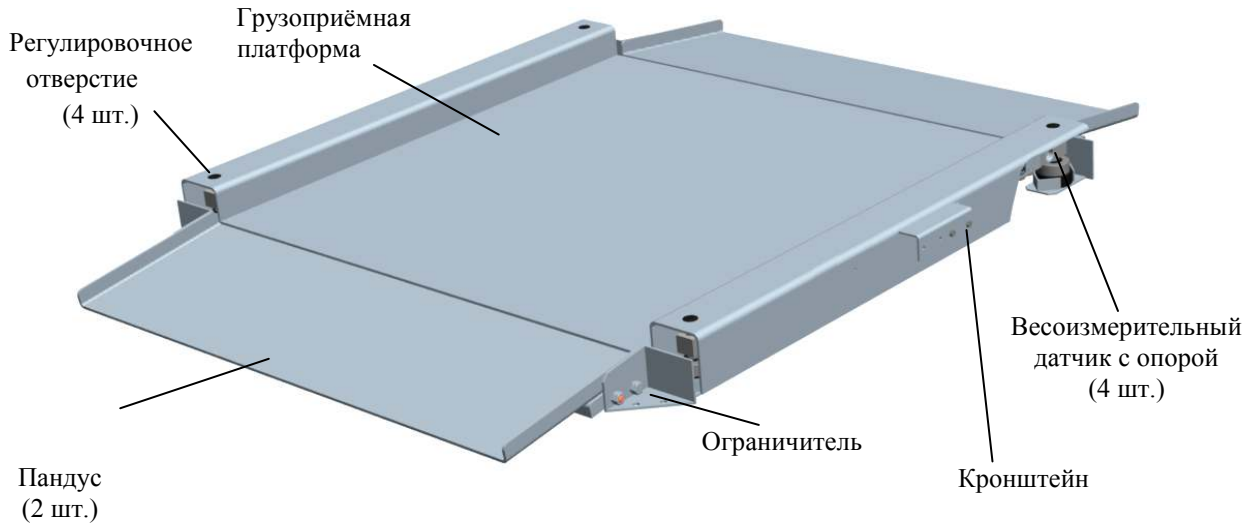

Рис. 5.1 - Модуль взвешивающий 4D-LA
5.1 Модуль состоит из весовой платформы, на которой установлены четыре цифровых весоизмерительных датчика, и пандусов (Рис. 5.1).